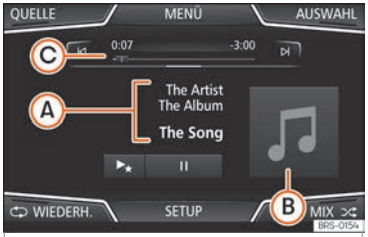

Abb. 187 Hauptmenü MEDIA.
- Drücken Sie die Infotainment-Taste ⊙, um das Hauptmenü *Medien* zu öffnen ››› Abb. 187.
Die derzeit gespielte Medienquelle wird beim Antippen der Funktionsfläche QUELLE ››› Abb. 187 im Pull-down-Menü angezeigt.